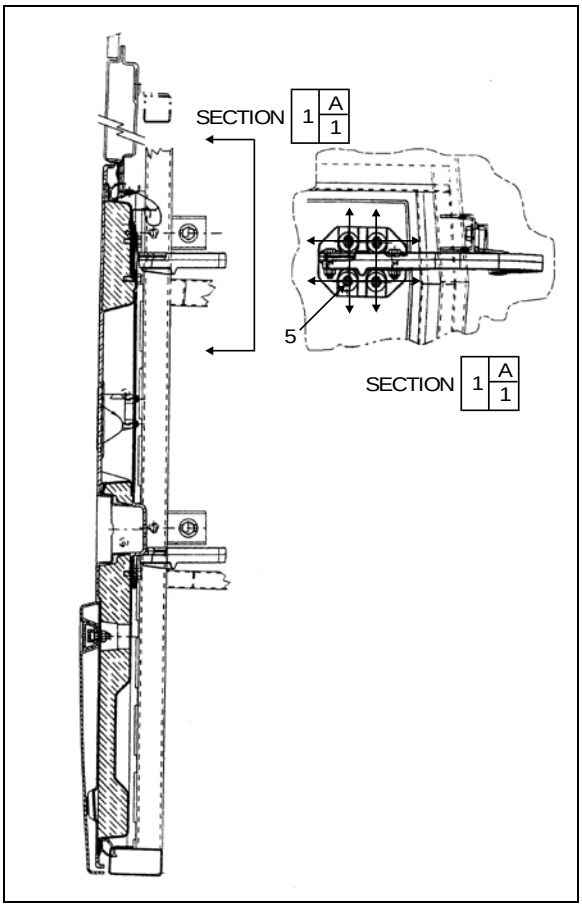

**FIGURE 81: FRONT SERVICE DOOR** 18195
7. Loosen screws (5, Figure 81) to allow the door to be shifted "UP or DOWN".